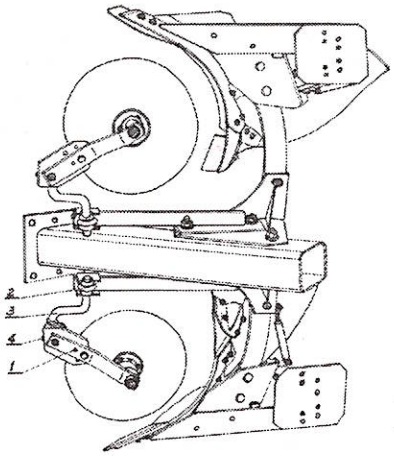

Rys. 21.
Krój tarczowy powinien pracować na głębokości 8÷15 cm, w odległości 1÷2cm od pionowej krawędzi odkładnicy w stronę niezaoranego pola (calizny). Boczny odstęp kroju od krawędzi odkładnicy ustawia się po zluzowaniu jarzma (2) i obróceniu trzonu kroju (3). Po ustawieniu trzonu kroju należy wyregulować zakres wychylenia tarczy kroju na boki za pomocą odpowiedniego ustawienia pierścienia oporowego i dokręcenia śruby dociskowej (4). W krojach z zabezpieczeniem sprężynowym stosowanych w pługach: U115/2 i U117/1 nie ma regulacji głębokości pracy kroju- głębokość pracy kroju zależy od głębokości orki. Regulacji pracy krojów z zabezpieczeniem bezpiecznikowym (Rys.21) przeprowadza się ustawieniem ramienia kroju (lewego i prawego) w różnych położeniach. Do tego celu służą otwory (1) w ramieniu i obejmie kroju.